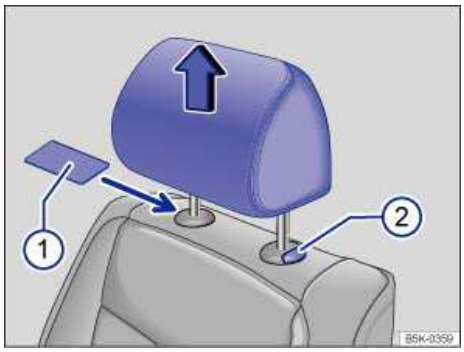

Fig. 39 Removing the front head restraints.
- Slide a flat object, such as a plastic credit card, underneath the right side of the cap on the right-hand seat guide rod ⇒ fig. 39 (1) to unlock the head restraint.
- To release the left-hand guide rod, press button (2) in (towards guide rod) and hold.
- Pull the head restraint out completely while holding button (2).